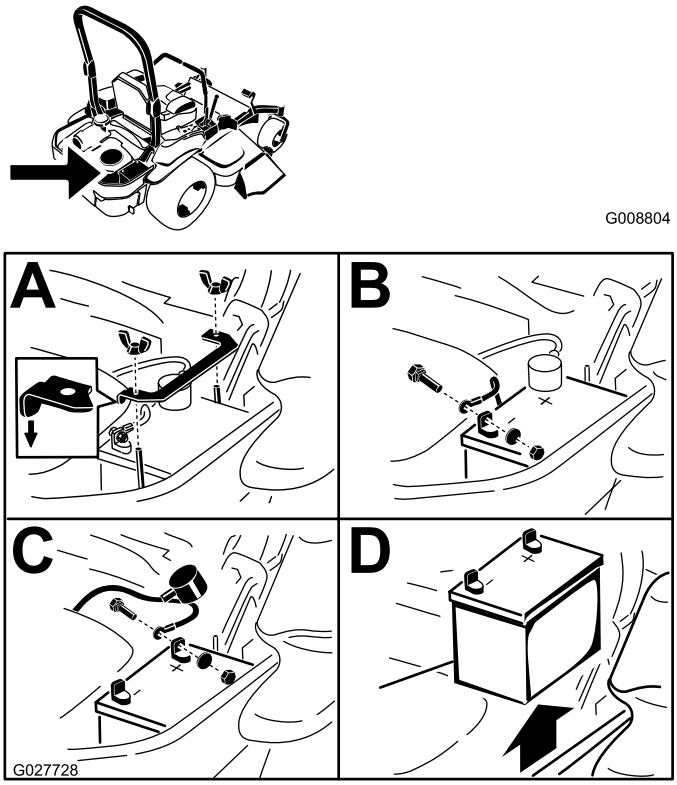

Figuur 62
3. Koppel eerst de minkabel (zwart) los van de minpool (-) op de accu (Figuur 62).
4. Schuif het rode stofkapje van de (rode) pluspool van de accu en verwijder de (rode) pluskabel (+) (Figuur 62).
5. Verwijder de vleugelmoeren waarmee de accuklem is bevestigd (Figuur 62).
6. Verwijder de klem (Figuur 62).
1. Plaats de accu in een bak met de accupolen van de hydraulische tank af (Figuur 62).
4. Bevestig de kabels met 2 bouten, 2 ringen en 2 borgmoeren (Figuur 62).
6. Bevestig de klem en zet deze vast met de vleugelmoer (Figuur 62).